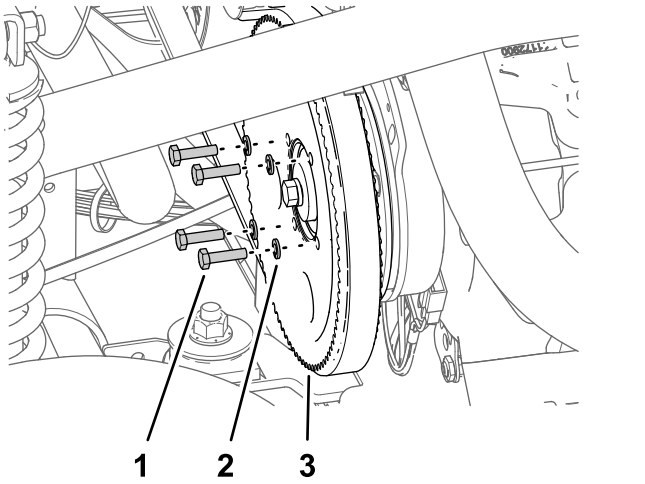

Figuur 179
3. Verwijder de 4 bouten (1/4 x 1 inch) en 4 borgringen (1/4 inch) waarmee de poelie aan de spuitpomp is bevestigd (Figuur 179).